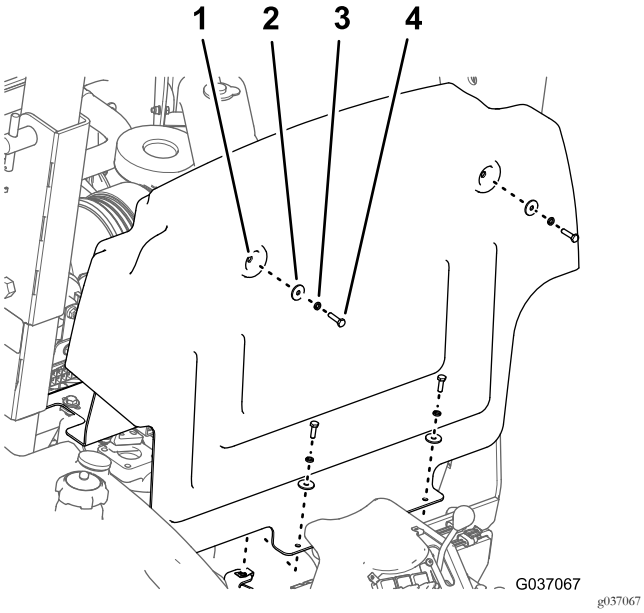

Bild 28
1. Entfernen Sie die vier Schrauben (6 mm x 25 mm), vier Sicherungsscheiben (6 mm) und vier Flachscheiben (6 mm), mit denen die Schottplatte am Chassis der Maschine befestigt ist (Bild 28).
2. Bewegen Sie die Platte nach oben und vorne und nehmen Sie von der Maschine ab (Bild 28).
1. Fluchten Sie die vier Löcher der Schottplatte mit den vier Clipmuttern am Chassis aus, siehe Bild 28 in .
2. Befestigen Sie die Schottplatte mit den vier Schrauben, vier Sicherungsscheiben und vier Flachscheiben am Chassis, siehe Bild 28.